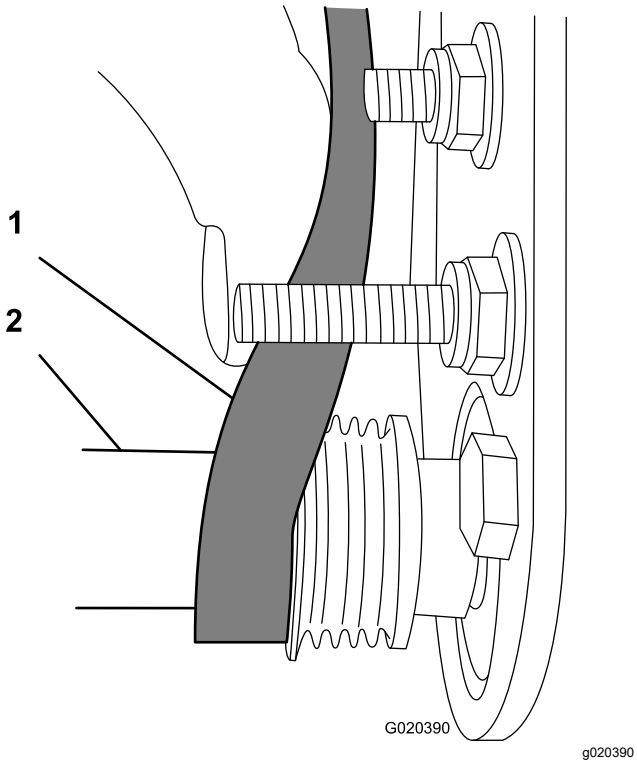

Figure 27
C. Use a deep-well socket (9/16 inch) to rotate the brush assembly and guide the belt onto the driven pulley (Figure 27).